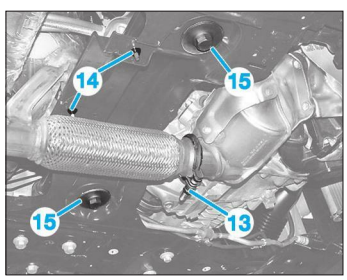

**Fig. 17**
- le collier d'échappement (13) **(Fig.17)**,